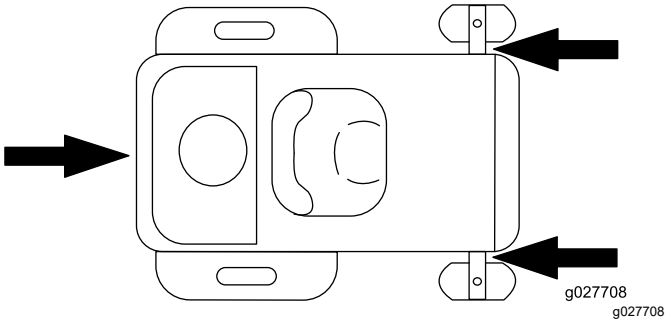

Figura 34
6. Prenda a máquina perto das rodas giratórias frontais e estrutura traseira com correias, correntes, cabos ou cordas (Figura 34). Consulte as diretrizes locais relativas a requisitos de dispositivos de fixação.